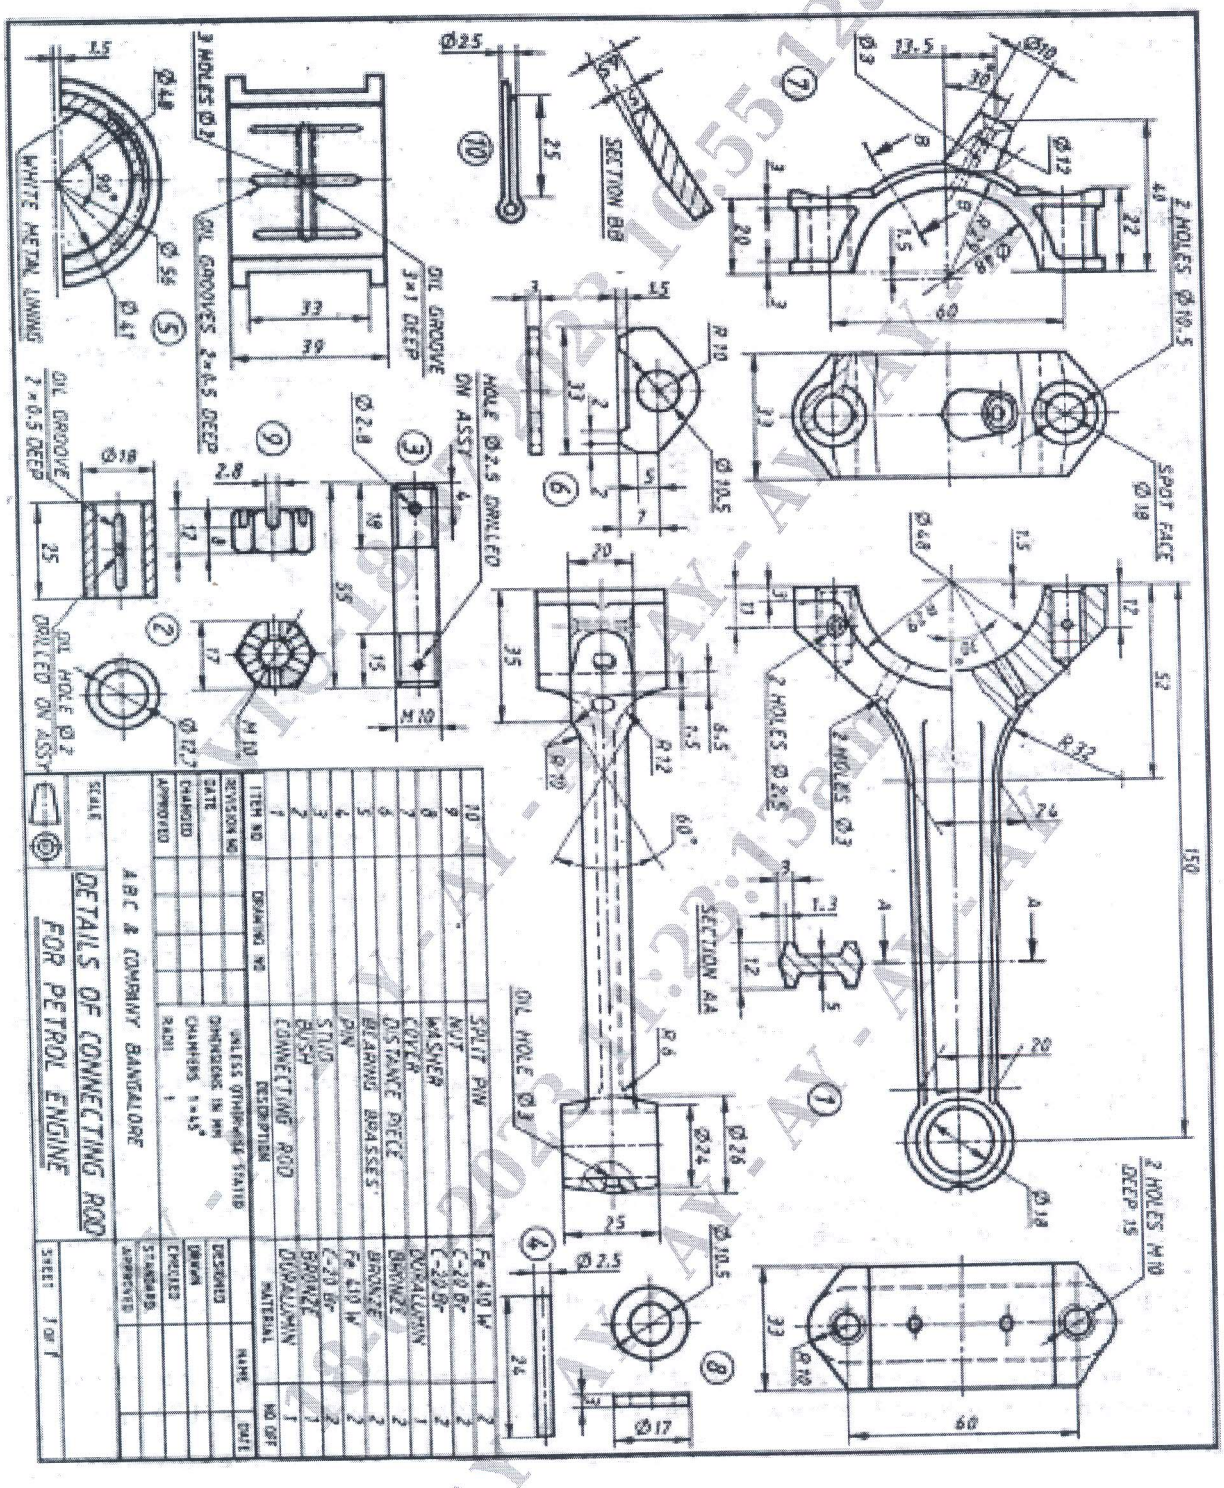

Figure 2: Details of Connecting rod of an IC Engine
6. Figure 2 shows the details of a Connecting rod for Petrol Engine. Assemble The parts of the Connecting rod and show the following views